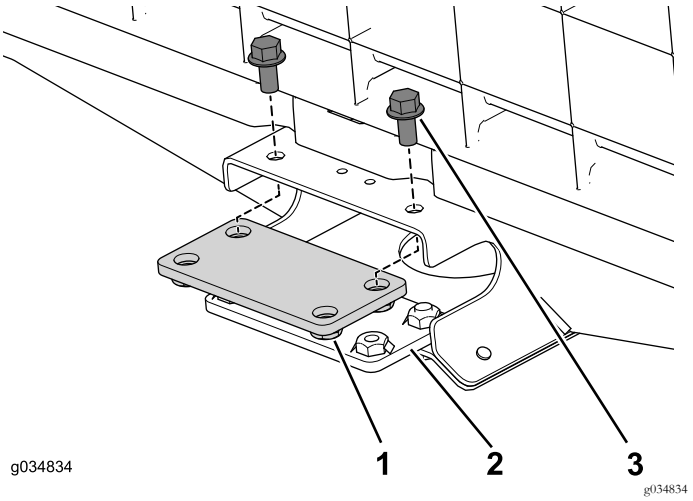

Figura 69
1. Utilizzate 4 bulloni flangiati (3/8" x ¾") per montare, senza serrarle, le piastre di collegamento superiore e inferiore sul canale centrale nella sezione anteriore (Figura 69).